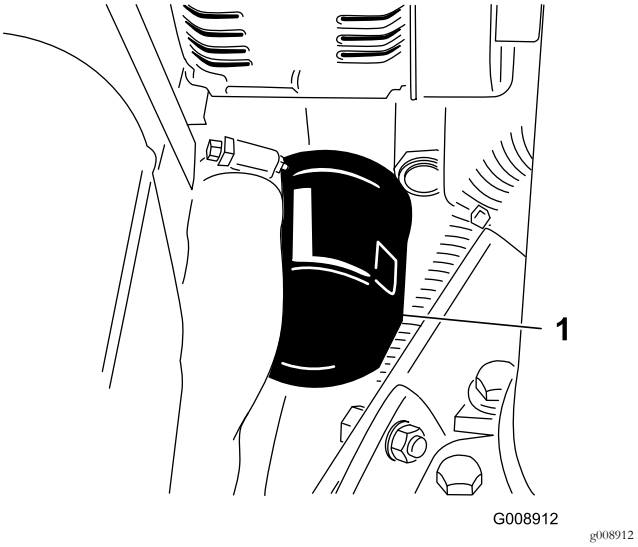

Figur 42
3. Avlägsna oljefiltret (Figur 42).